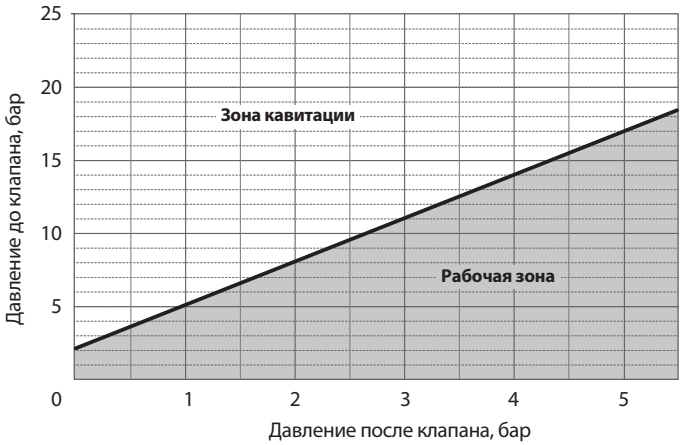

Рис. 1.
1) Проверить применимость по давлению до и требуемому давлению после клапана (рис. 1).
1. Проверка применимости по давлению до и требуемому давлению после клапана (рис. 1)
Давление до клапана — 8 бар; давление после клапана — 3 бар. Рабочая точка, соответствующая указанным давлениям, лежит внутри области применимости (рис. 1).